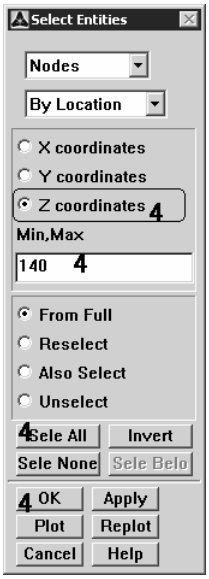

图 20.28 选取轴对面上的节点
4. 施加位移载荷(将轴沿轴向平移 40mm，拔出盘孔)。选取菜单路径 Utility Menu | Select | Entities，将弹出 Select Entities (选择实体)对话框，如图 20.28 所示。单击对话框中最上面下拉框中的“Node”，指定选择对象为节点。接着在下面的下拉框中单击“By Location”，指定选择方式为根据坐标值来选取。单击“Z coordinates”单选按钮，在下面的文本框中输入“140”，指定选取 Z 坐标值为 140 的所有节点。单击 Sele All 按钮，然后单击 OK 按钮关闭对话框，完成选取。